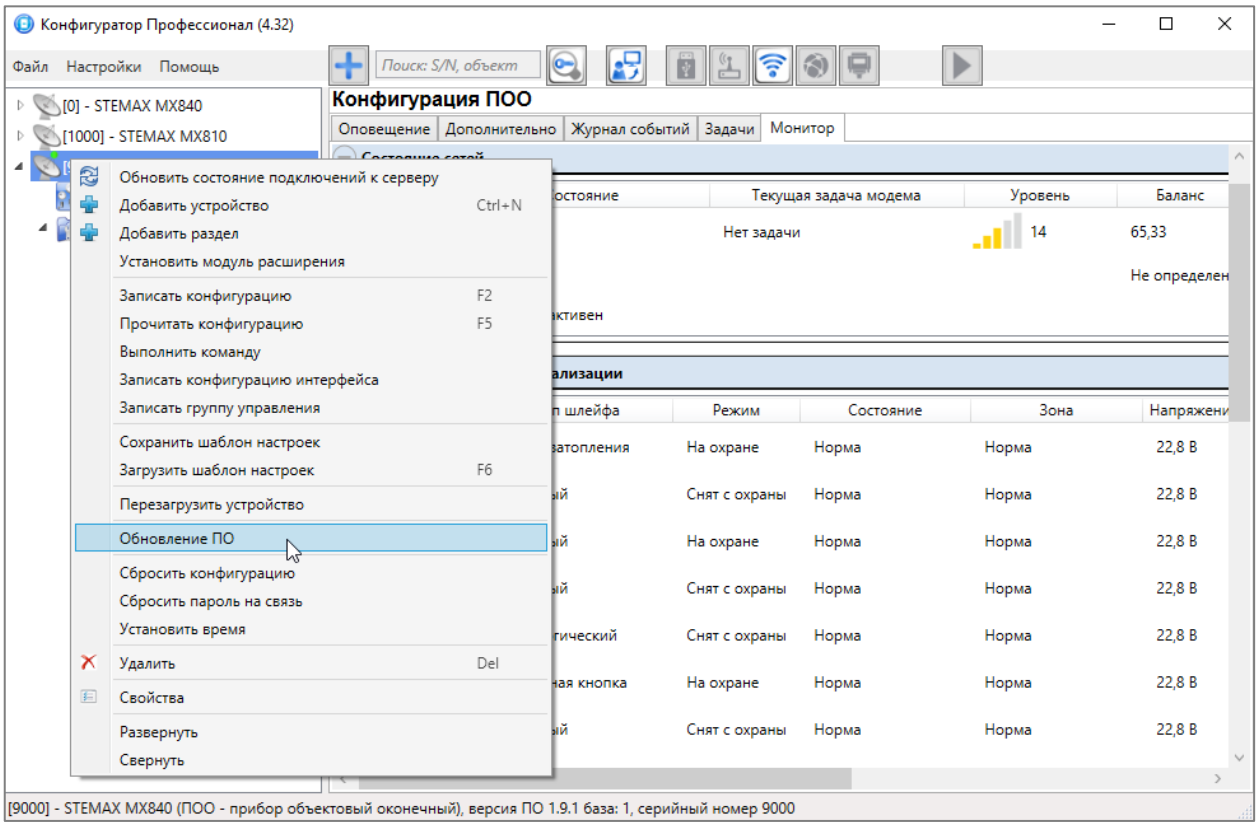

Рисунок 7.1 — Контекстное меню контроллера STEMAX MX840
2. Щелкните правой кнопкой мыши по строке контроллера в дереве устройств и в появившемся меню выберите *Записать ПО* (см. рисунок 7.1).